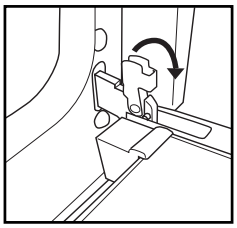

Рис. 1
2. Трохи підніміть фіксатори та штовхніть їх уперед так, щоб вони вийшли з гнізд (Рис. 1).